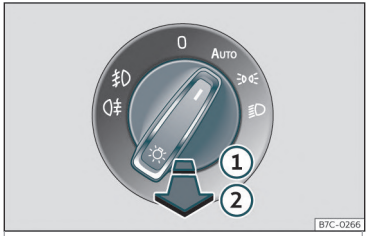

Fig. 93 Planșa de bord: comutatorul de lumini.
• Aprinderea proiectoarelor de ceață* ≋D: trageți comutatorul de lumini în poziția de la primul clic»» fig. 93 ①, din pozițiile ≋D, ≋D sau **AUTO**.
• **Aprinderea lămpii de ceață spate** : trageți comutatorul de lumini ② din poziția , sau **AUTO**.